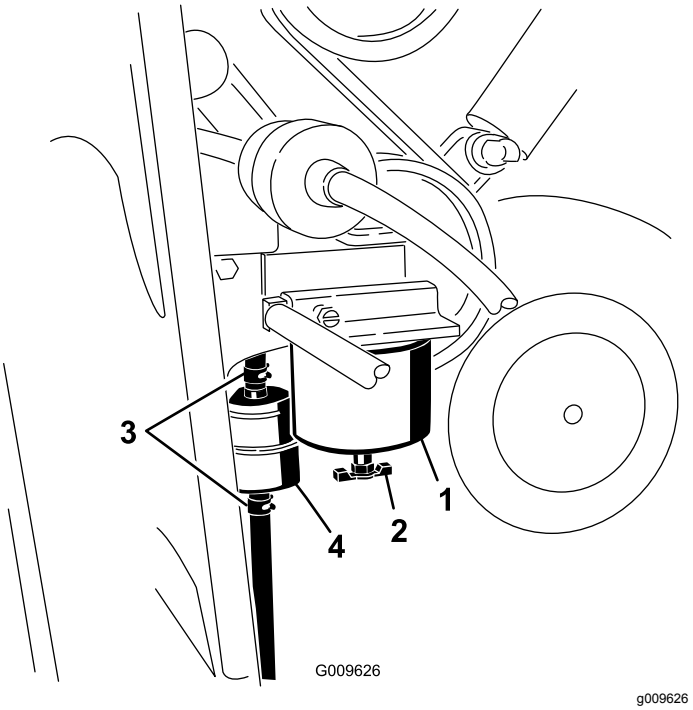

**Figur 35**
3. Placera en ren behållare under bränslefiltret som sitter på motorns högra sida (Figur 35).
4. Placera en ren behållare under bränslefiltret som sitter på motorns högra sida (Figur 35).
5. Rengör området där filterskålen ska monteras (Figur 35).
6. Avlägsna filterskålen och rengör fästytan (Figur 35).
9. Montera filterskålen för hand tills packningen vidrör fästytan. Vrid sedan ytterligare ett halvt varv (Figur 35).
10. Det inbyggda filtret sitter till vänster om bränslefilterskålen (Figur 35). Kontrollera åt vilket håll flödespilen pekar. Pilen sitter på sidan av det inbyggda filtret.
11. Lossa klämmorna på det inbyggda filtrets ändar och skjut bort slangarna från det (Figur 35). Kasta bort filtret.
12. Skjut slangarna över änden på ett nytt filter (Figur 35). Kontrollera att pilen på filtret pekar mot motorn eller den elektriska bränslepumpen.